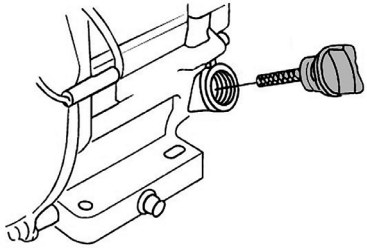

Рис. 11 Крышка-щуп маслозаливной горловины
Нельзя применять масло для двухтактных двигателей. Рекомендуется применять моторное масло для четырехтактного бензинового двигателя категории SL и выше по системе классификации API. Вязкость масла по классификации SAE выбирается в зависимости от температуры окружающего воздуха, при которой будет работать двигатель. При выборе вязкости масла пользуйтесь таблицей, показанной на Рис. 11.
2. Открутите крышку-щуп маслозаливной горловины и извлеките щуп (Рис. 11).
2. Выкрутите крышку-щуп маслозаливной горловины и извлеките щуп (Рис. 11).